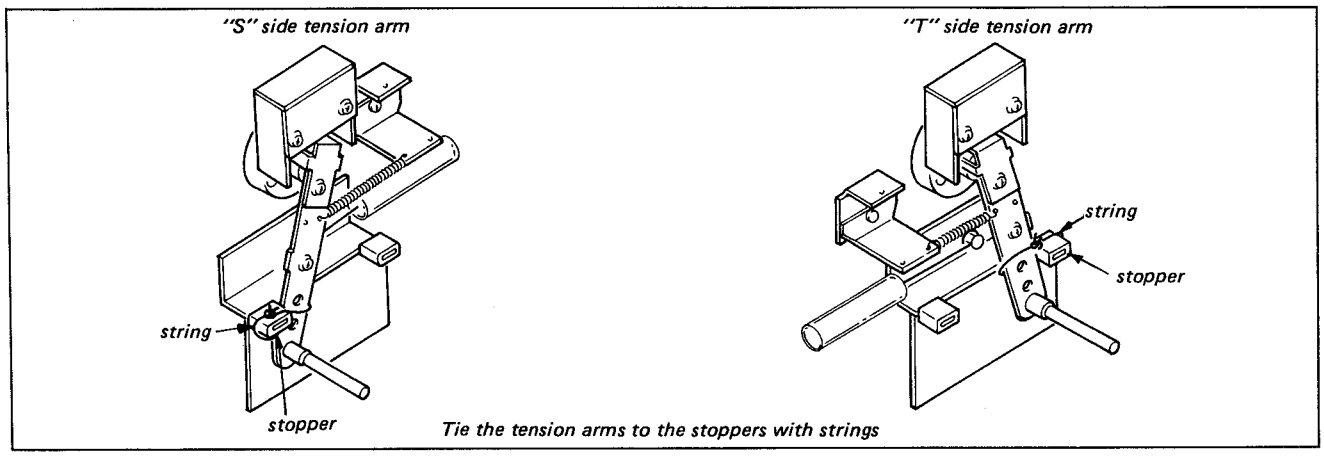

Fig. 6-14.
- Tie the "S" and "T" side Tension Arms to the Stoppers with strings as shown in Fig. 6-14.